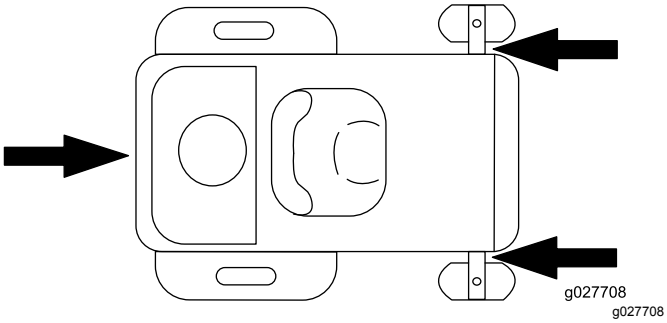

Figur 29
- Fest maskinen godt til tilhengeren eller lastebilen med stropper, kjetting eller tau. Bruk de angitte festepunktene på klipperen som vist i Figur 29. Bruk disse stedene selv når du transporterer gressklipperen med et tilknyttet tilbehør. Bruk av andre steder enn de som er angitt, kan skade gressklipperen og/eller tilbehøret.